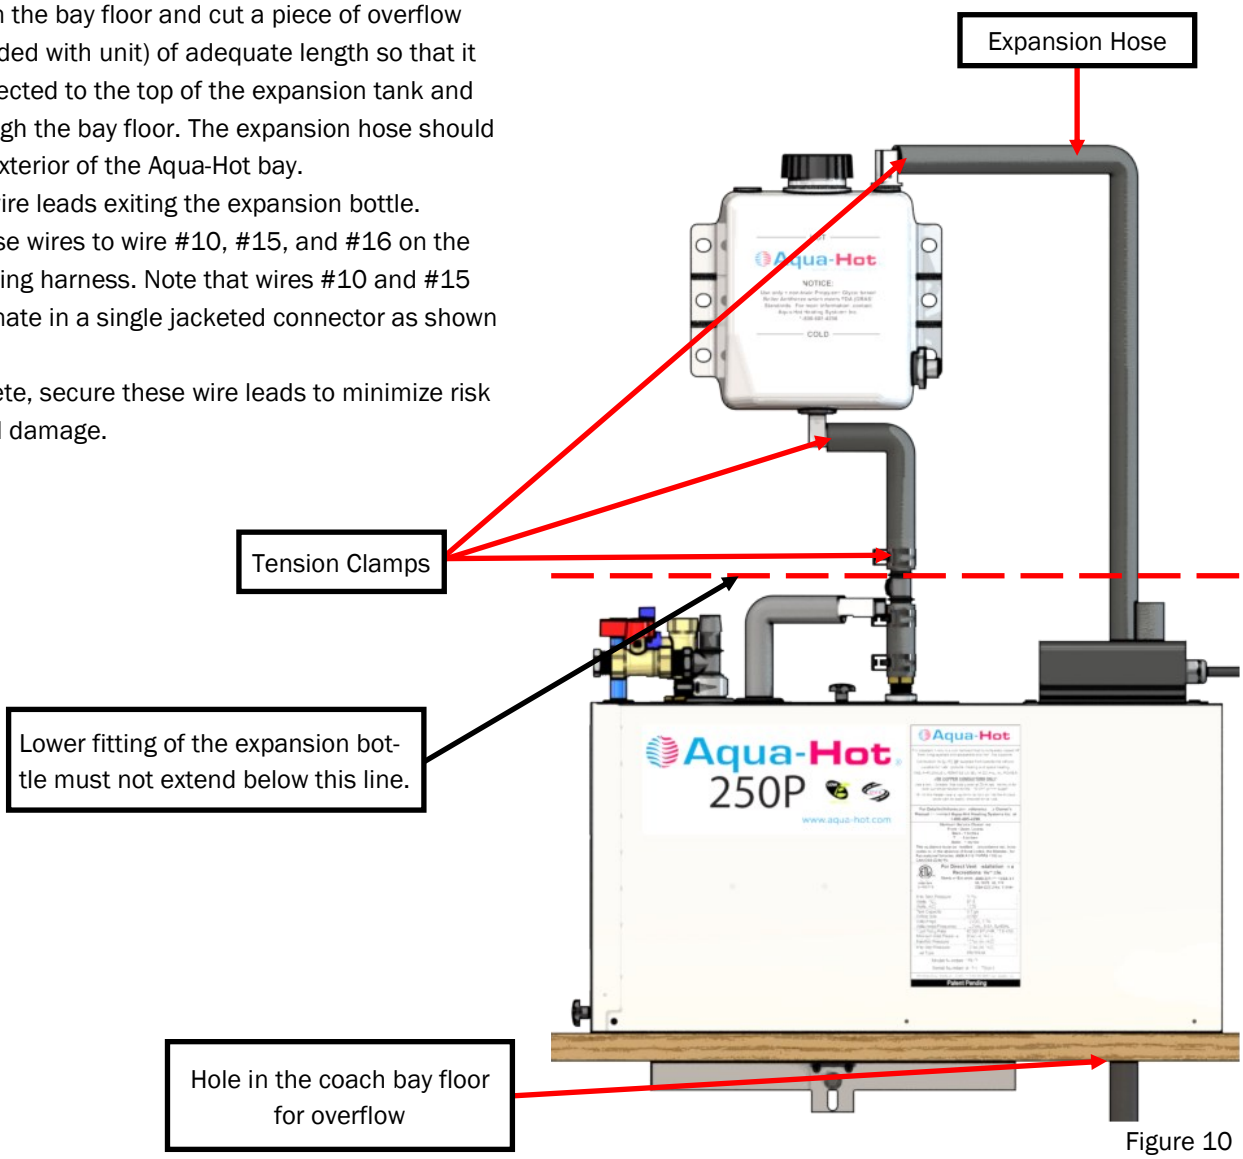

Figure 10
2. Mount the expansion tank as illustrated in figure 10.
3. Connect and clamp the overflow tubing from the expansion tank to the Aqua-Hot's expansion tank connection. Reference figure 10.